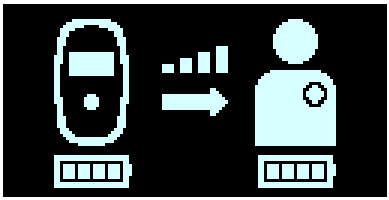

Figura 15: Ecrã Estado de carregamento do GII
6. Quando a transferência de dados tiver sido concluída, o ecrã Estado de carregamento do GII será apresentado, indicando que o Carregador Vesta começou a carregar ativamente o GII OPTIMIZER Smart Mini. **Consulte a Figura 15**.
8. O ecrã Estado de carregamento do GII (consulte a **Figura 15**) continuará a ser apresentado quando o GII OPTIMIZER Smart Mini estiver a ser carregado.